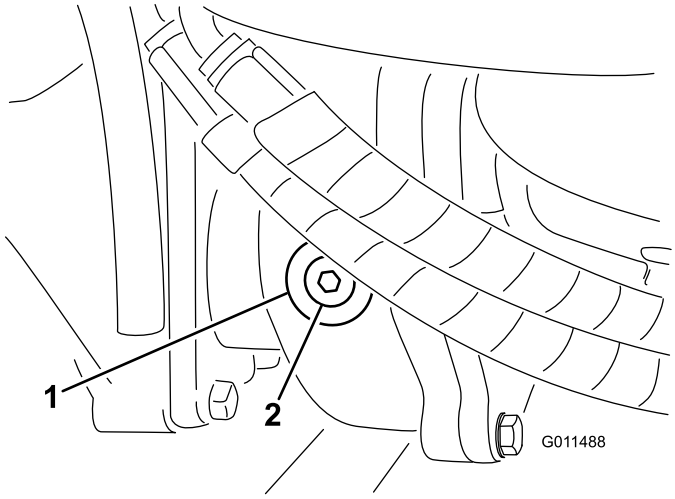

図 16
2. ギアボックスの左側から点検・補給用プラグ図 16を抜き、穴の高さまで潤滑油があることを確認する。油量が足りなければ穴の下部まで補給する。